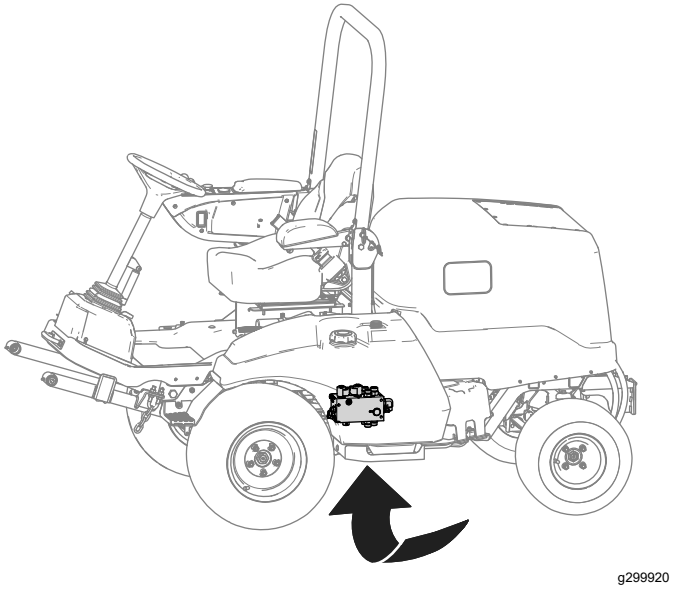

**Figuur 9**
A. Plaats een opvangbak onder het hydraulische verdeelstuk (afgebeeld in Figuur 9).